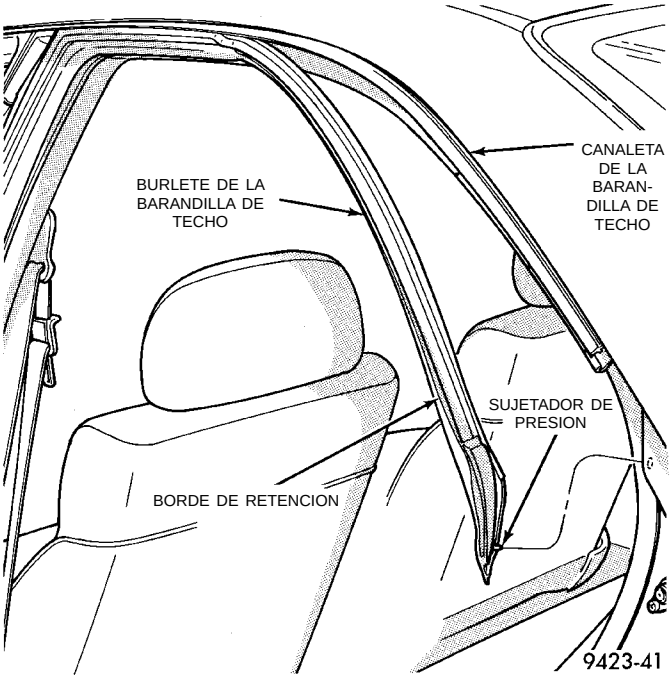

Fig. 41 Burlete de la barandilla de techo
(2) Retire los sujetadores de presión que fijan la parte inferir del burlete de la barandilla de techo al parante B.
(3) Retire el sujetador de presión que fija el extremo posterior del burlete al cuarto trasero.
(4) Retire los sujetadores de presión que fijan el burlete al parante de bisagra de la puerta delantera.
(5) Extraiga el burlete de la canaleta de retención, debajo del protector contra la lluvia (Fig. 41).
(6) Extraiga el burlete de las canaletas del parante B.
(7) Separe del vehículo el burlete de la barandilla de techo.